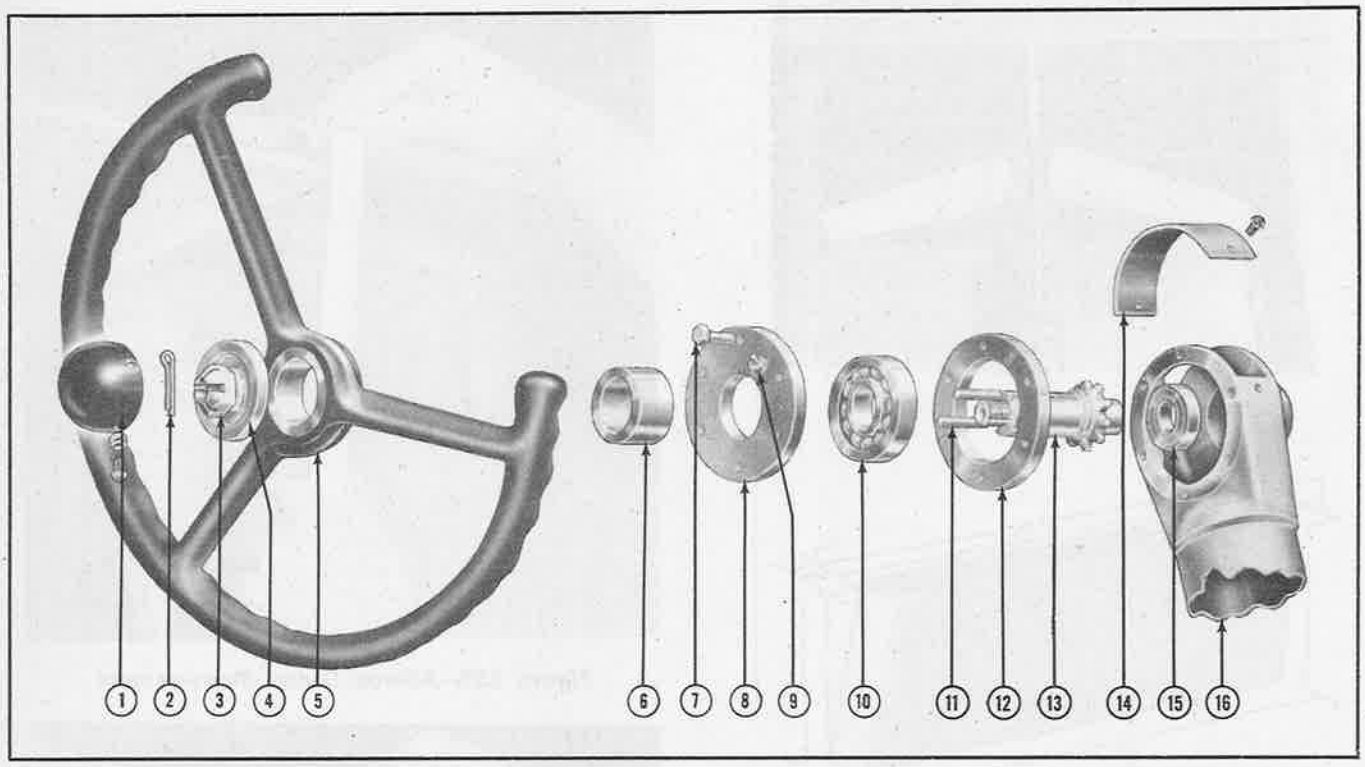

Figure 341—Control Wheel—Exploded View
(See figure 341.)
a. CONTROL WHEEL. *(See figure 341.)*
(1) Install the surface locks on the ailerons.
(2) Disconnect the control cables at the turnbuckles under the companionway floor.
(3) Remove the cap screwed to the top of the column.
(4) Cut the safety wire and remove the six bolts from the cap through which the wheel shaft passes.
(5) Lift the roller chain until the chain is free of the bronze sprocket.
(6) Remove the complete wheel and sprocket assembly by pulling aft on the wheel.